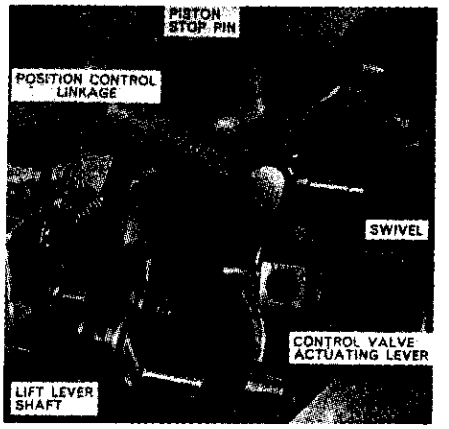
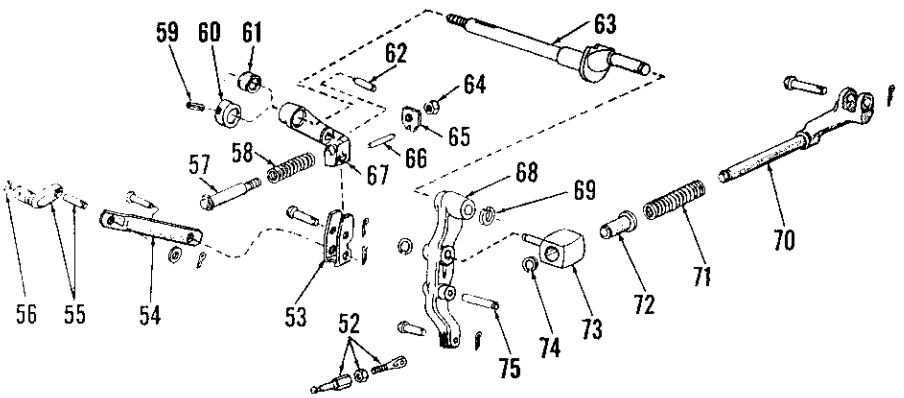
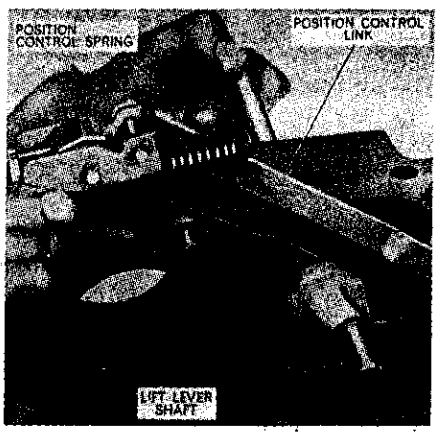

Fig. 407–Removing actuating arm assembly from lift control lever shaft.
Fig. 406–Exploded view of hydraulic system control linkage. Spacer (61) is used on model 2000; cam (60) is used on models 3000 and 4000.
Fig. 409–Removing lift control lever shaft and linkage from lift cover.
Remove the snap ring (69—Fig. 406) and remove the actuating lever (68) and swivel assembly as shown in Fig. 407. Unbolt and remove the quadrant (retainer) (16—Fig. 401) from support (17) (early models), then remove the control lever retaining nut (11), spring washer (12), flat washer (13), lever (14), Woodruff key (18) (early models) and the friction disc (15). Unbolt the control lever shaft support (17) from lift cover and slide the support from shaft. Remove the cotter pin and flat washer that retain link (54—Fig. 406) to selector lever shaft (55), then remove the control lever shaft and position control linkage as shown in Fig. 409.
On models 3000 and 4000, drive the roll pin (59—Fig. 406) from cam (60) and control lever shaft, then remove the cam and position control lever (67) from shaft. On model 2000, remove the spacer (61) and position control lever from shaft. Drive the roll pin (21—Fig. 401) from selector lever (22), remove lever from shaft (55—Fig. 406), then remove shaft and "O" ring (56) from lift cover.
Need and procedure for further disassembly will be evident on inspection of removed parts and with reference shown in exploded view in Fig. 406. To reassemble and reinstall, reverse the removal and disassembly procedure. Tighten control lever shaft support retaining cap screws to a torque of 35-47 Ft.-Lbs. Be sure that control lever is a free sliding fit over shaft and Woodruff key on early models, then install flat washer, spring washer and retaining nut; on model 2000, tighten retaining nut so that a force of 4 to 5 pounds is required to move control lever and on models 3000 and 4000, tighten nut so that 8 to 10 pounds force is required. Tighten lift arm to lift shaft retaining cap screws equally and so that all end play is removed, but without causing excessive binding; lift arms should fall of their own weight. Bend tangs of retainers (84—Fig. 405) against cap screws when lift shaft end play is properly adjusted.